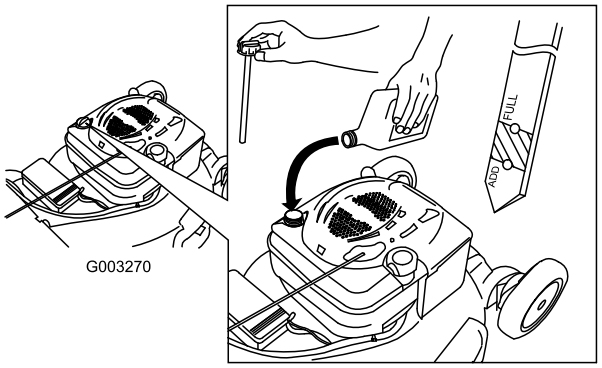

Figuur 36
4. Giet **langzaam** olie in de vulbuis totdat het peil de Vol-markering op de peilstok bereikt (Figuur 36). **Niet te vol vullen.** (Maximale vulhoeveelheid: 0,59 l, type: SAE 30 reinigingsolie, met onderhoudsclassificatie SF, SG, SH, SJ, SL van het American Petroleum Institute [API] of hoger).